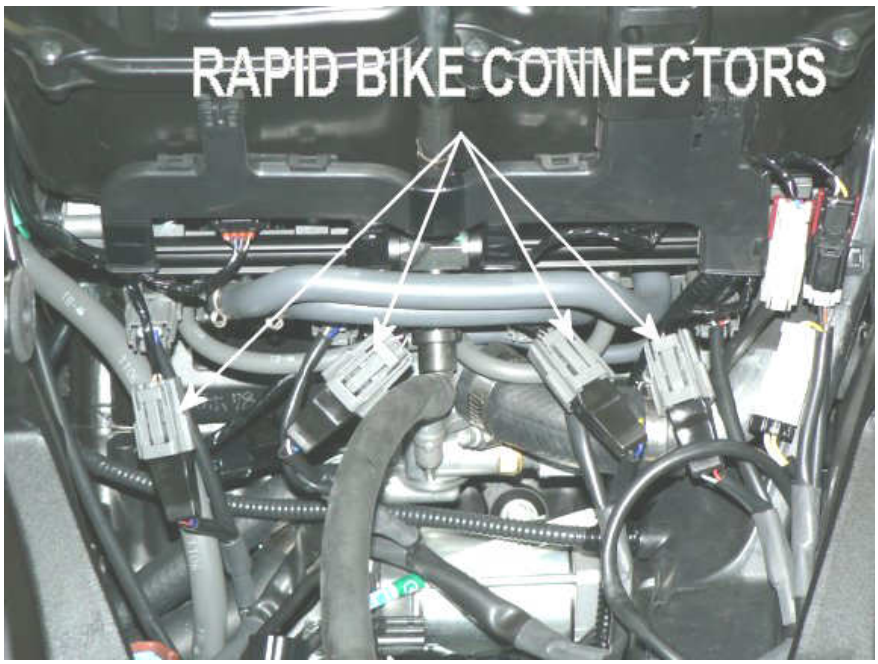

Fig.2
4. Die RAPID BIKE-Verbinder an die Originalverkabelung anschließen (**Fig.2**).